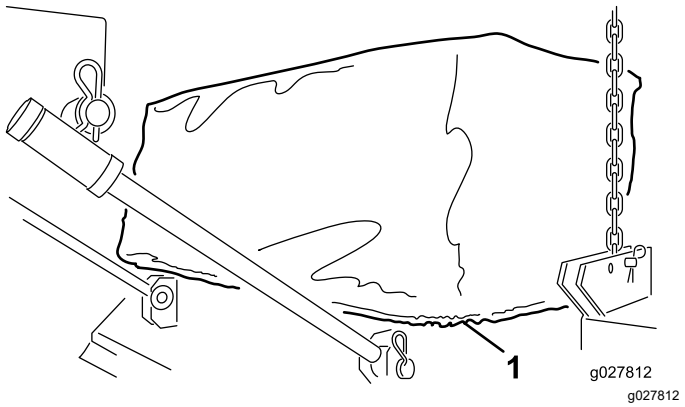

Figuur 4
4. Plaats de canvas ring rond het lipje op de Versa Vac en de maaidekopeningen (Figuur 4).